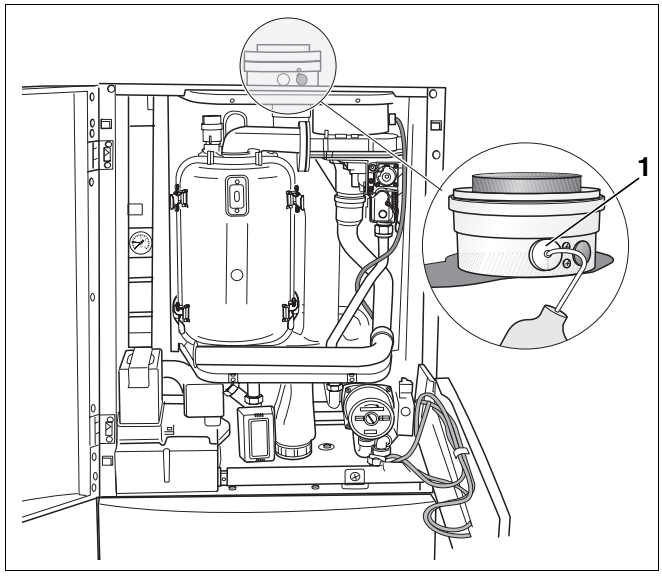

Rys. 25 Napełnienie syfonu wodą
- Syfon należy napełnić wodą. Wodę należy wstrzykiwać przy pomocy spryskiwacza (ok. 1 litra) wyłącznie do lewego otworu, stanowiącego punkt pomiaru spalin (rys. 25, **poz. 1**).